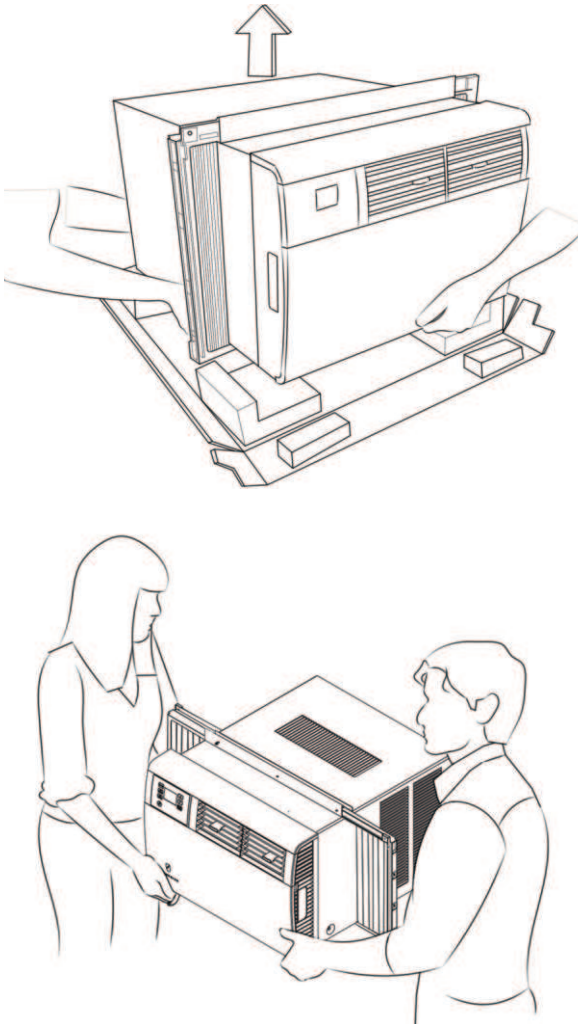

Figure C.4.3
STEP 3. Once both curtains have been installed, slide hands underneath the unit to lift and carry to the window, as shown in Figure C.4.3. Obtain assistance as needed.